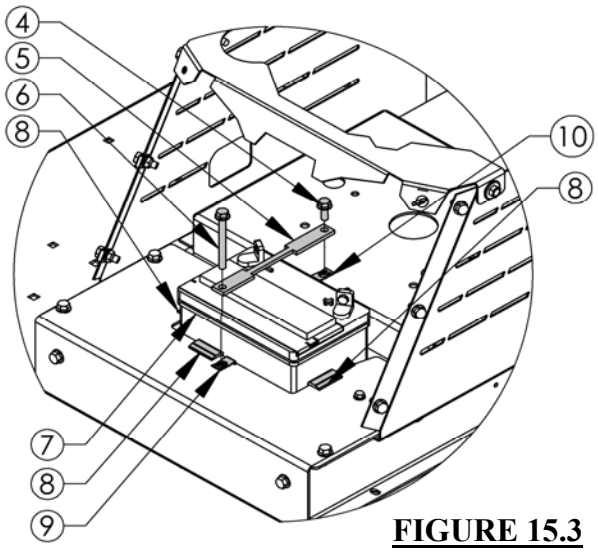

FIGURE 15.3
- Place U1 Battery into opening. Ensure the three rubber edge guards ⑧ are in place before inserting Battery. **Figure 15.3**
- Lay Battery strap ⑤ over Battery. Insert one 5/16-18 x 1" Bolt ④ thru Battery strap hole near engine and hand thread into the Tinnerman Clip ⑩. Insert 5/8-16 x 3" Bolt ⑥ thru hole in opposite end of strap and thread into Tinnerman Clip ⑨ shown in **Figure 15.3**. Tighten both bolts with ½" wrench being careful not to over tighten and deform the Battery strap.